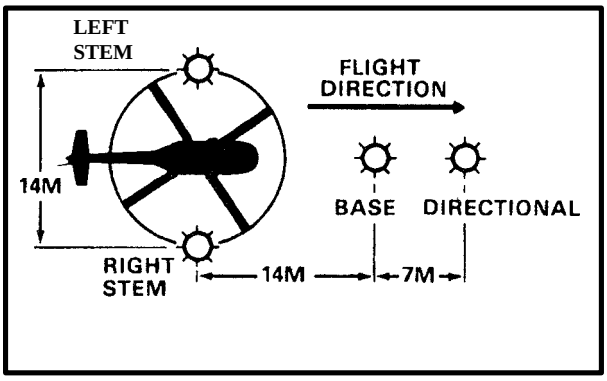

*Figure 4-11. Inverted "Y" Light Formation*
**e. The Inverted "Y" Light Formation.** The inverted "Y" light formation is set up using four lights positioned according to Figure 4-11. The cargo is placed between the two stem lights and aligned with the base and directional lights. The single aircraft or lead aircraft in a formation flight will touch down or hover into the "Y," midway between the legs of the "Y."